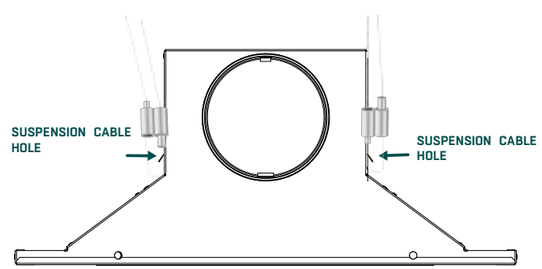

FIGURE 3. Cable suspension installation
1) Chilled beams shall be independently suspended from the structure above by four (4) cables (see **FIGURE 3**) or four (4) threaded rods of 3/8" diameter. The upper end of the rods may be anchored into the structure or suspended from metal channels that are: